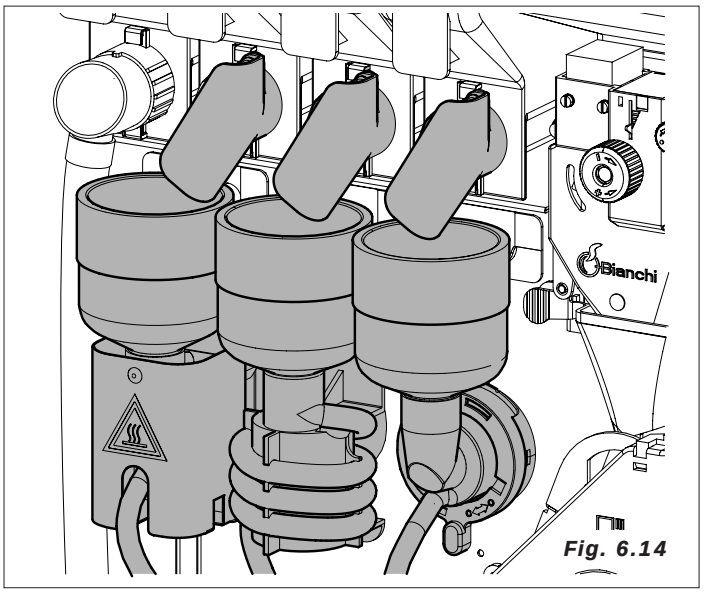

Fig. 6.14
– una vez efectuadas estas operaciones, conectar el conector resistencia a la placa de potencia y esperar aproximadamente diez minutos hasta que se establezcan las temperaturas de funcionamiento *(Fig. 6.14)*.